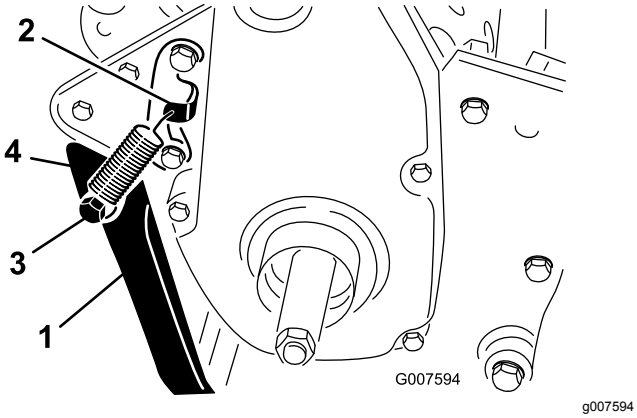

Figur 8
2. Haka fast fjädern i hålet i fjäderfästet och på fjädertappen samtidigt som du passar in stödet efter monteringshålen i den bakre ramen (Figur 8).
3. Montera stödet på båda sidor om ramen med en skruv, låsbricka, distansbricka, planbricka och låsmutter (Figur 8).